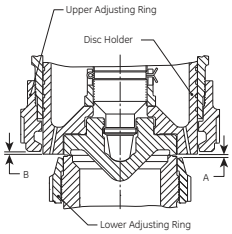

Figure 33
e. Refer to Figure 33, and move the lower adjusting ring down the number of notches indicated in Column A, plus 1 additional notch for each 600 psig (41.37 barg) increment of set pressure, not to exceed six notches (see Table 12).
e. From this point, move the upper adjusting ring down the number of notches indicated by Column B of Table 12. This is also Dimension B in Figure 33.